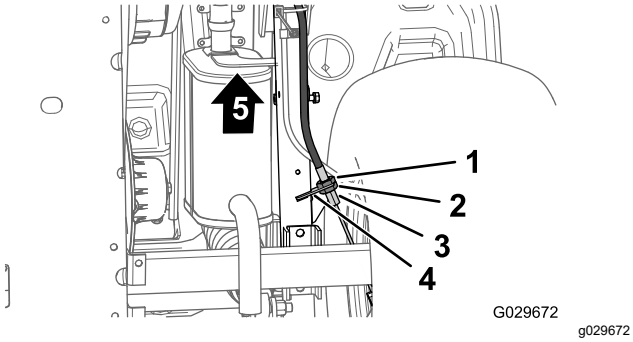

Figuur 57
3. Aan de onderkant van de machine: draai de achterste contramoer van de instelling van de parkeerrem-kabel 4 slagen los (Figuur 57).
4. Draai de voorste contramoer vast (Figuur 57).
A. Draai de voorste contramoer (Figuur 57) van de instelling van de parkeerrem-kabel 1 slag los.
B. Draai de achterste contramoer vast (Figuur 57).
A. Draai de achterste contramoer (Figuur 57) van de instelling van de parkeerrem-kabel 1 slag los.
B. Draai de voorste contramoer vast (Figuur 57).